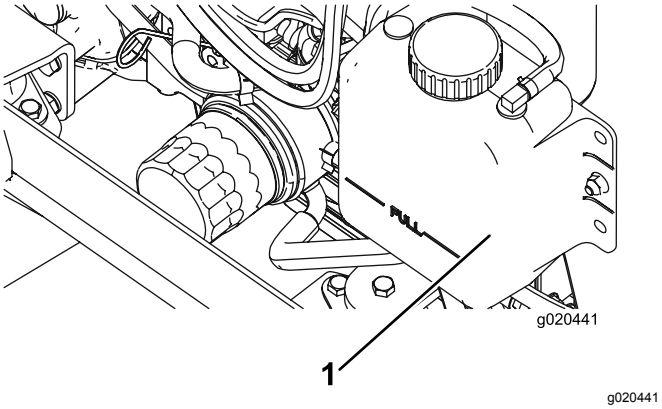

**Figuur 92**
1. Verwijder voorzichtig de doppen van de radiateur en de expansietank (Figuur 92).